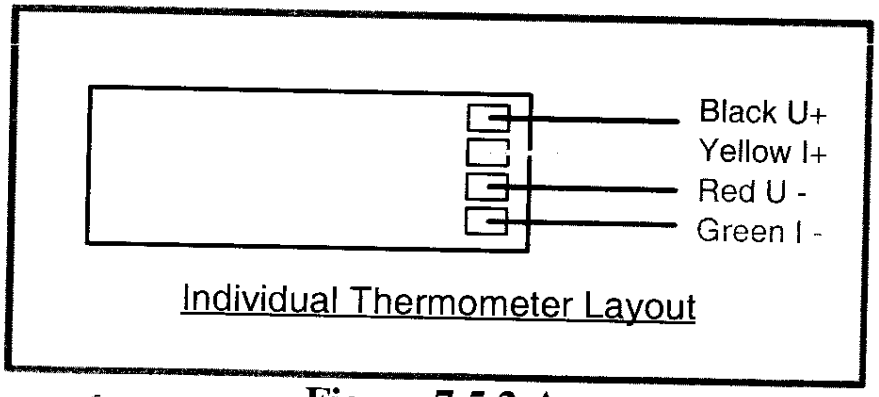

**Figure 7.5.2-A**
7.5.2 Solder wires (MA-369836) to RTD's as per Q3 Module Assembly (ME-369900). Individual RTD wiring is shown in Figure 7.5.2-A below.